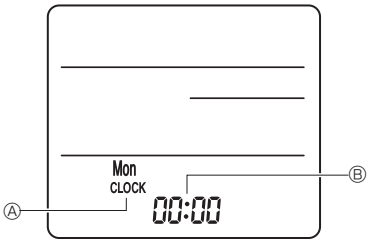

Fig. 7-8
3) Configuración (Ajuste del reloj) (Fig. 7-8)